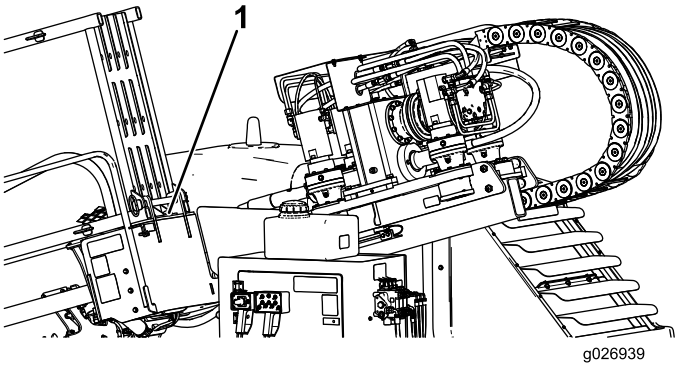

Figure 103
7. Rangez le dispositif de blocage de vérin à l'arrière du porte-tiges (Figure 103).